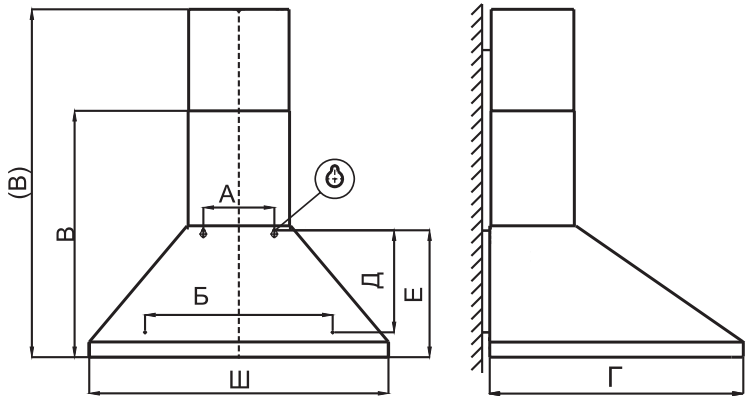

РИС. 3
6.1 Крепление вытяжного зонта (рис.3)
(В) - высота зонта с максимально выдвинутой верхней фальштрубой (рис. 3).